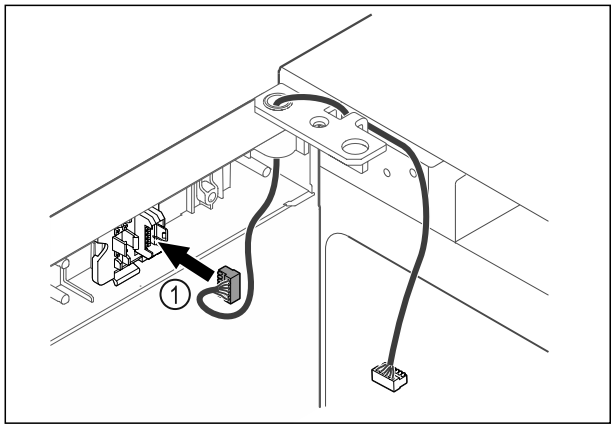

Fig. 40
▶ Вставьте штекер *Fig. 40 (1)* в держатель.